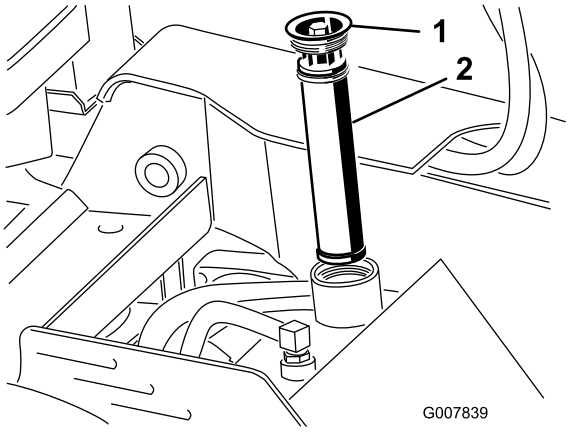

Rysunek 58
5. Usuń i wyrzuć stary filtr (Rysunek 58).
6. Zamontuj wymienny filtr hydrauliczny w szyjce wlewu i korek wlewu (Rysunek 58) oraz dokręć śrubę na górze momentem o wartości od 13 do 15,5 Nm.
6. Zdejmij korek wlewu zbiornika hydraulicznego i wyjmij filtr (Rysunek 58).
12. Zamontuj filtr hydrauliczny i korek wlewu (Rysunek 58) oraz dokręć śrubę na górze momentem o wartości od 13 do 15,5 Nm.